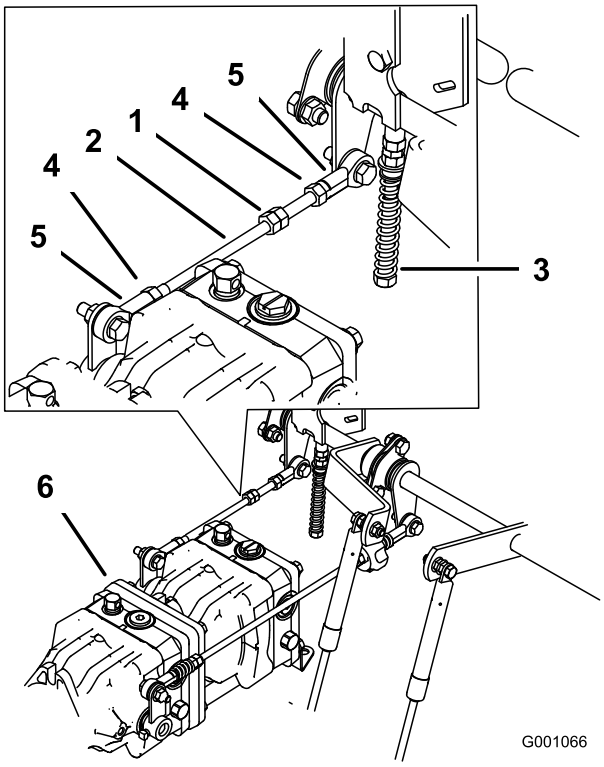

Figur 76
1. Lossa låsmuttrarna på kullederna på pumpens reglerstav (Figur 76).
3. Justera pumpstavslängden genom att vrida dubbelmuttrarna på staven i lämplig riktning tills hjulet står stilla eller långsamt roterar bakåt (Figur 76).
6. Dra åt låsmuttrarna vid kullederna (Figur 76).